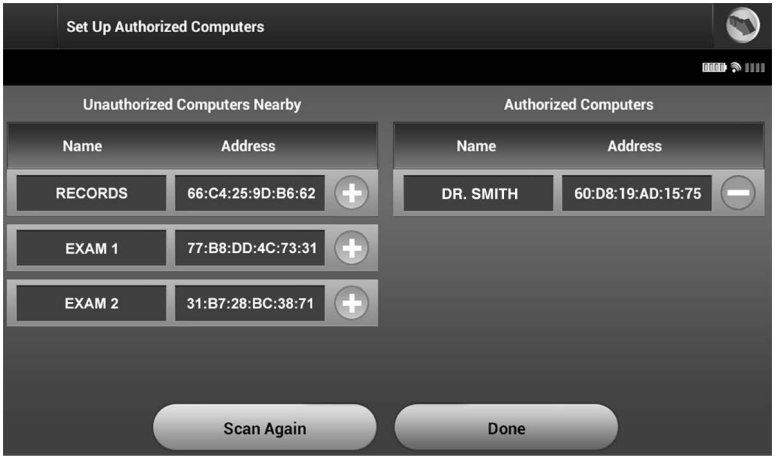

Figure 13: *Choosing a computer to authorize for* Bluetooth® *data transfer*
3. When the scan is complete the screen will list the discovered computers (the three computers having the strongest *Bluetooth®* signals) under the heading Unauthorized Computers Nearby (Figure 13). Choose the computer you wish to pair with and press the plus button next to it to complete the pairing process.